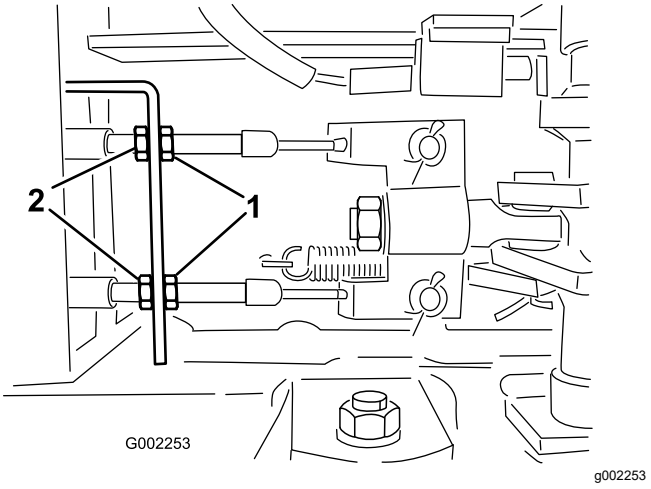

**Bild 105**
5. Lösen Sie die vorderen Klemmmuttern an den Bremskabel unter der Vorderseite des Sprühfahrzeugs (Bild 105).
6. Ziehen Sie die hinteren Klemmmuttern gleichmäßig an, bis das Spiel des Bremspedals 1-2 cm beträgt, bevor Sie einen Widerstand spüren (Bild 105).